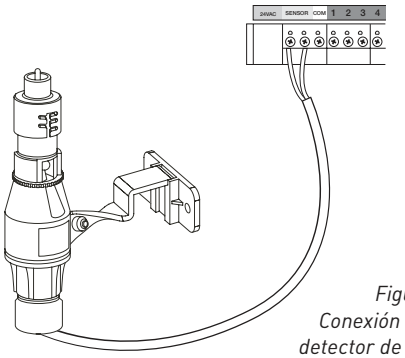

Figura 6: Conexión de un detector de lluvia
- Coloque el interruptor de encendido y apagado del detector en la posición "on" para comenzar el funcionamiento *(consulte la figura 6)*.